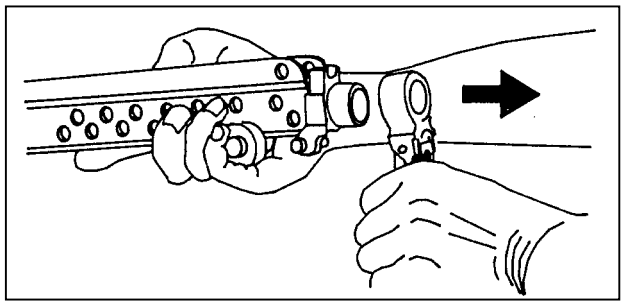

Figure 1-18. Removal of the bipod group.
g. **Removing the Bipod Group**. Once the gas cylinder group is removed, remove the bipod group (Figure 1-18) by pulling it away from the receiver.
a. **Replacing the Receiver Group and Bipod Group**. Place the bipod group on the receiver group with the bipod legs open and pointed downward. (See Figure 1-18.)